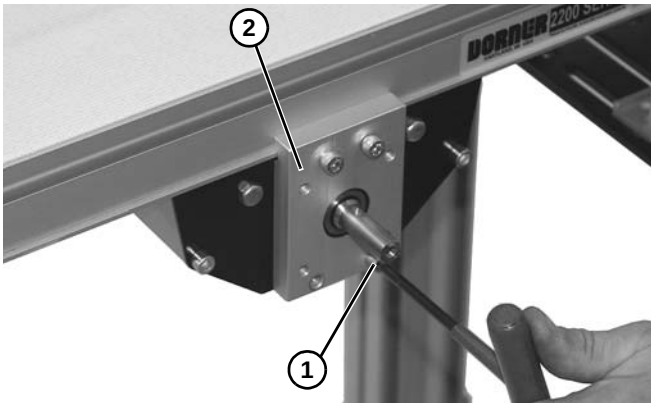
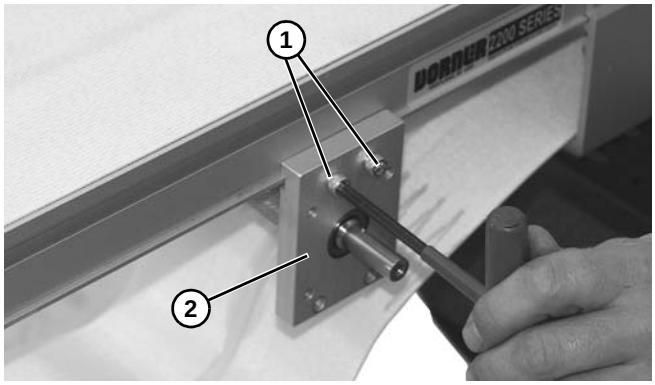

Figure 60
Figure 62
3. Loosen one M6x25 socket head screw **(Figure 60, item 1)** from each side of mounting block **(Figure 60, item 2)**.
5. Loosen two M6x25 socket head screws **(Figure 62, item 1)** from each side of mounting block **(Figure 62, item 2)**.
10. Tighten socket head screws **(Figure 60, item 1)** and **(Figure 62, item 1)** to 60 in-lb (7 Nm).